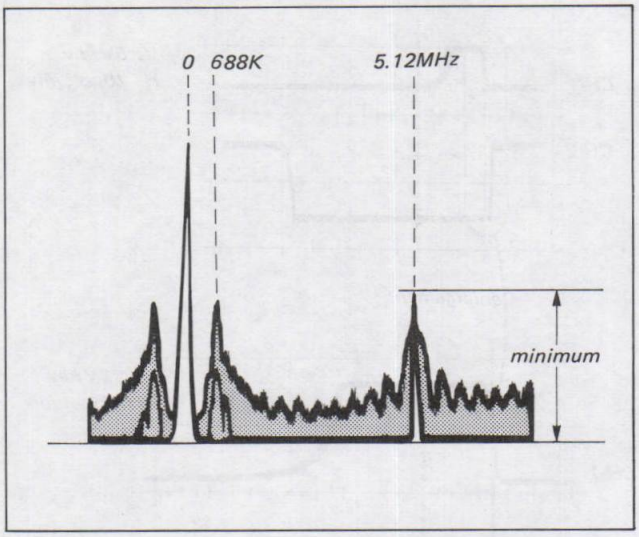

Fig. 5-37 Carrier balance adjustment
(1) Supply the colour bar signal and set up the E-E mode.
(2) Connect the spectrum analyzer to pin 8 of IC012.
(3) Adjust RV013 for minimum level of carrier lead section (5.12MHz). (See Fig. 5-37.)